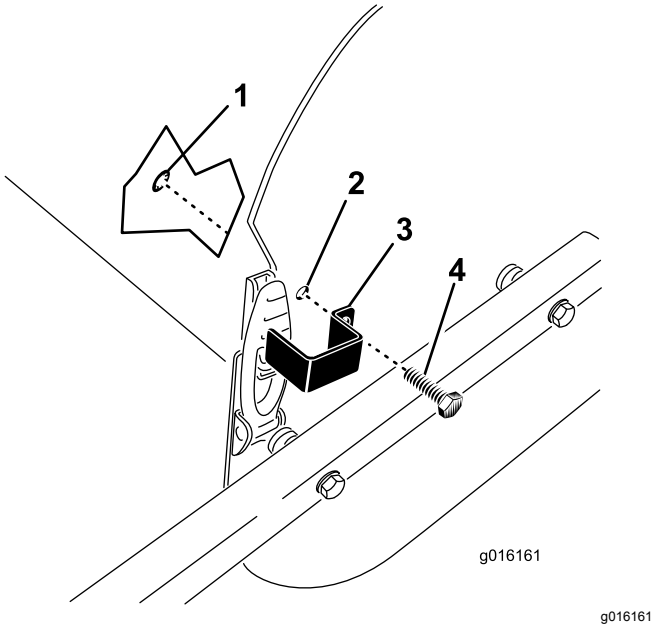

Figuur 35
1. Zet het borgplaatje op de kapvergrendeling terwijl u de montage-opening uitlijnt met het gat in de zijplaat (Figuur 35).
2. Bevestig het borgplaatje aan de zijplaat met een tapbout en een borgring (Figuur 35).